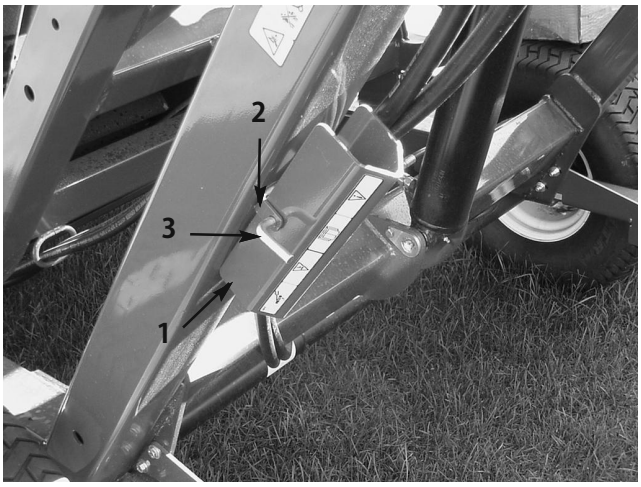

図36
2. スイーパのフレームについている格納ブラケット（図 36）に安全サポートを固定しているヘアピン・コッターとピンを抜き取る。安全サポートを外す。